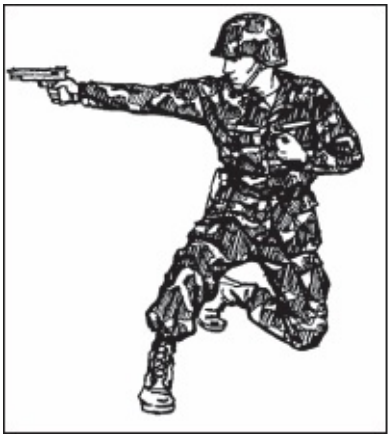

Figure 2-24. Traversing to the new right side, kneeling.
(5) ***Traversing to the New Right Side*** (Figure 2-24): The upper body continues to the right. Both elbows are straight until the body reaches a point where it cannot go further comfortably. Eventually, the left hand must be released from the fist grip, and the firer is shooting to the right with the one-hand grip.